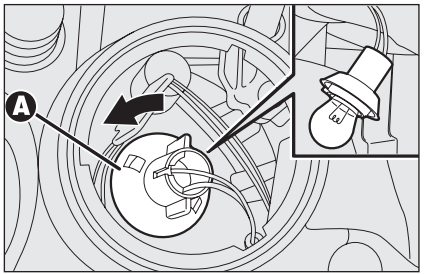

fig. 28 A0E0194m
- ❒ gire hacia la izquierda el portalámparas **A-fig. 28**, saque la lámpara y sustitúyala;